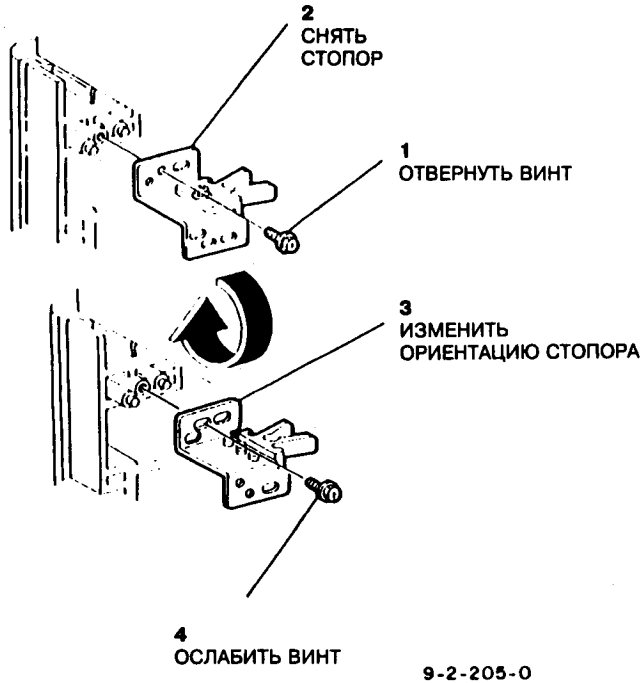

Рис.2 Перестановка стопора лотка
3. Снять стопор лотка и затем установить его в перевернутом положении (рис.2).